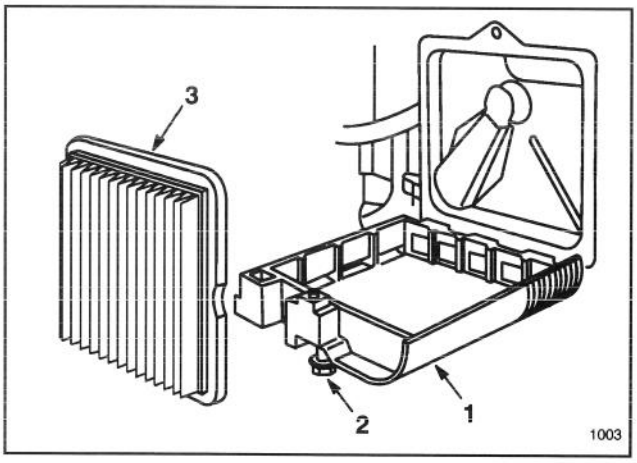

Abbildung 14
2. Die Schraube des Luftfilterdeckels entfernen (Abb. 14). Den Deckel vom Motor abnehmen und sorgfältig reinigen.
3. Den Papiereinsatz herausnehmen und wegwerfen (Abb. 14).